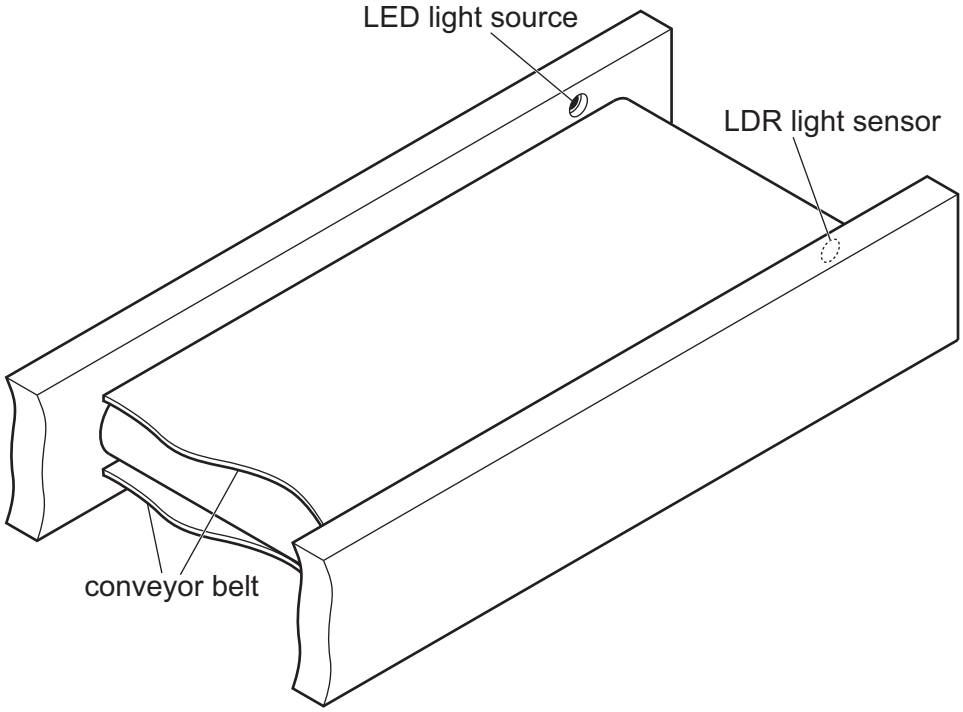

**Fig. 12.1**
**12** Fig. 12.1 shows a conveyor belt used to move boxes in a manufacturing unit.